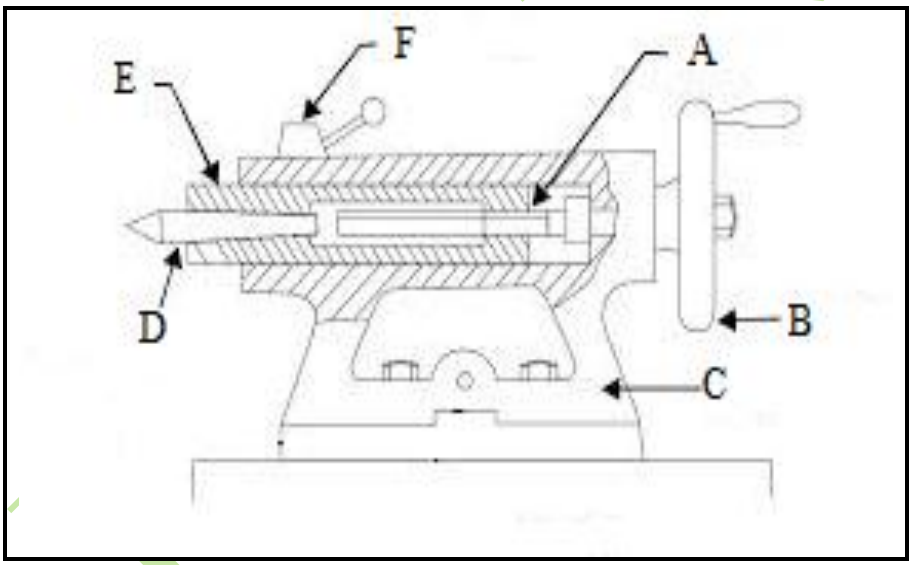

FIGURE 3 (6)
3.3 FIGURE 3 below shows a Tailstock that is used on a centre lathe. Label items (A–F) in the ANSWER BOOK.